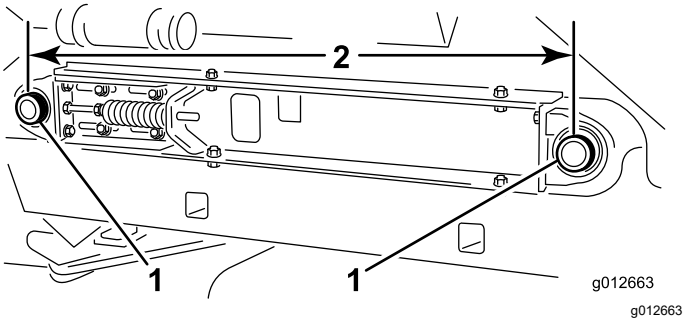

Figur 26
7. Mål afstanden mellem remrulleakslernes midterpunkter på hver side af maskinen for at sikre, at målene er ens (Figur 26).